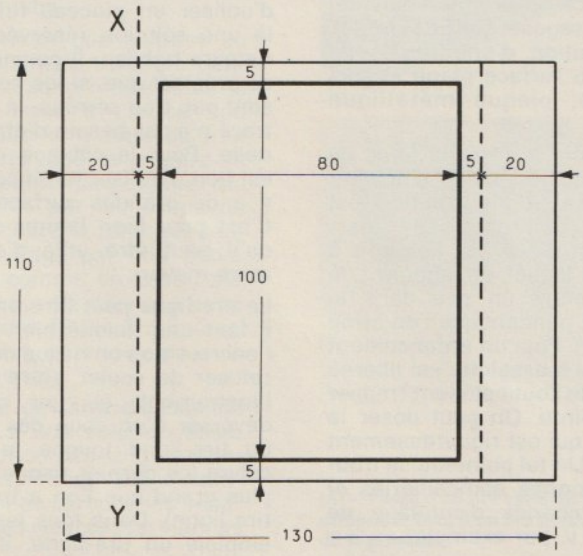

Fig. 8. — Pour un circuit de 80 × 100 mm, on a prévu une plaquette de 90 × 110 mm. Le papier du dessin déborde de 2 cm les grands côtés de la plaquette.
Le dessin a été fait sur une feuille de papier quadrillé, et l'on a pris soin de faire en sorte que la feuille soit nettement plus grande que le circuit définitif. Par exemple, si le circuit doit avoir 80 × 100 mm, on fait le dessin sur une feuille qui ait 110 × 130 mm, le circuit étant centré comme le montre la figure 8. Sur cette figure, le tracé en trait gras représente le circuit imprimé proprement dit (80 × 100 mm) ; le tracé en pointillé représente le plaque cuivrée de 90 × 110 mm, telle qu'elle sera placée sous le dessin, avec le papier carbone interposé.
Le dessin est alors découpé comme sur la figure 8, en laissant assez de papier pour faire une bande qui ait une largeur égale au grand côté de la plaque découpée (ici 110 mm) et une longueur égale à la dimension du petit côté de la plaque découpée (soit ici 90 mm) augmentée de 40 mm environ, ce qui donne, dans le cas de l'exemple, 130 mm.
On pose le dessin sur une table, tracé en dessous, on place la plaque cuivrée munie de son papier carbone dessus, le côté cuivré et muni du papier carbone vers le bas (vers le dessin). On centre la plaque comme l'indique la figure 8 (le mieux, pour bien y arriver, consiste à avoir déjà plié à angle droit le dessin suivant la ligne X Y de la figure 8).
(D) — La plaquette vue de dos avec le carbone et le dessin collés (correspond à la figure 8 du texte).